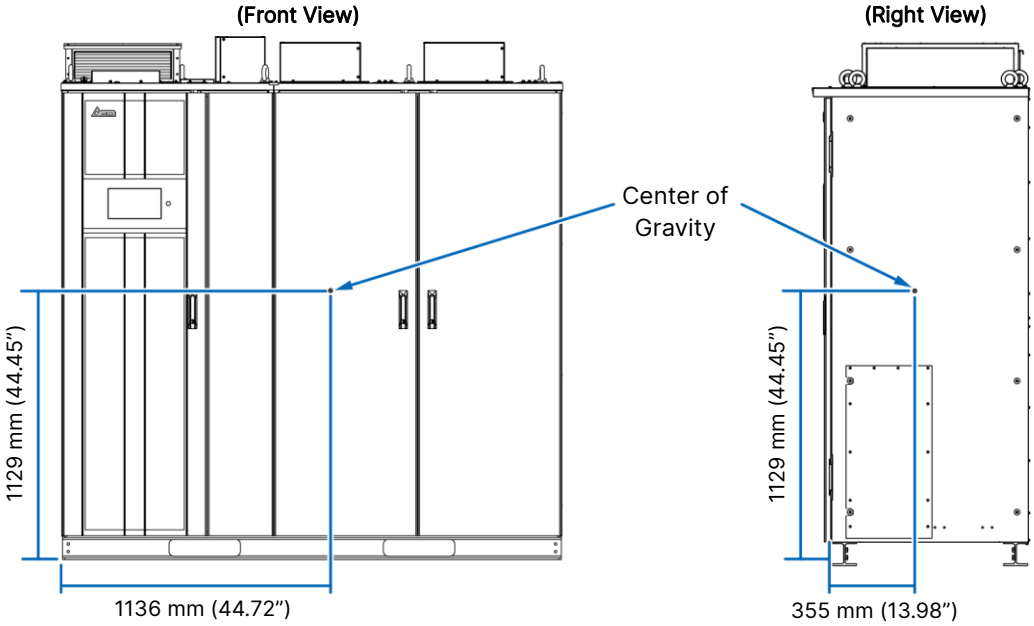

Figure 5-5: Center of Gravity
3. Please refer to the weight of the STS (see *Table 5*-1) and the center of gravity (see *Figure 5-5*) to select the proper lifting tools for crane operation.